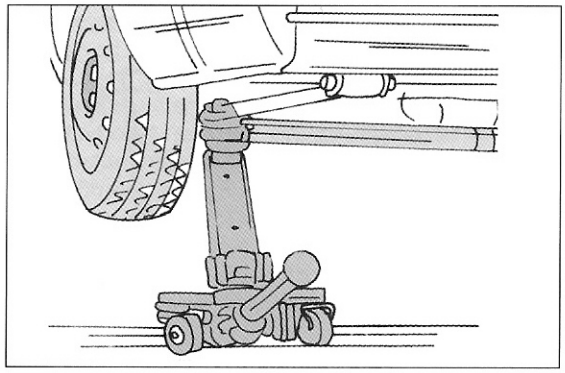

Bild 18
- Einen Rollwagenheber entsprechend Bild 18 ansetzen. Dies ist die gleiche Stelle wie für den Scherenwagenheber. Einen Holzklotz zwischen Wagenheberkopf und Ansatzstelle einsetzen, um keine Schäden anzurichten.